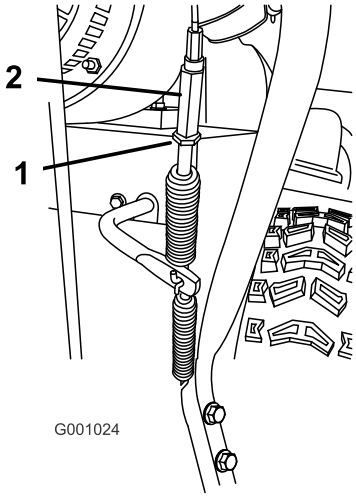

Figuur 37
1. Draai de contramoer los (Figuur 37).
2. De spanning op de kabel wordt ingesteld met de spanmoer (Figuur 37).